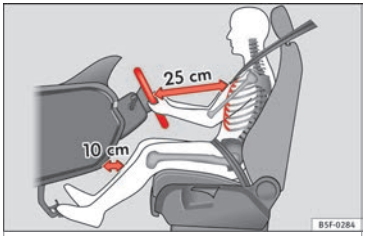
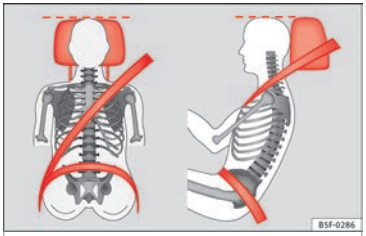

Fig. 80 The correct distance between the driver and the steering wheel must be at least 25 cm (10 inches).
Fig. 81 Correct belt web and head restraint positions
- Adjust the head restraint so that its upper edge is at the same level as the top of your head, or as close as possible to the same level as the top of your head and under no circumstances below eye level. Keep the back of your neck as close as possible to the head restraint ››› **Fig. 80** and ››› **Fig. 81**.
- Adjust the steering wheel so that there is a distance of at least 25 cm (10 inches) between it and your chest ››› **Fig. 80** and so that you can hold the steering wheel with both hands on the outside of the ring at the 9 o'clock and 3 o'clock positions with your arms slightly bent.
- Adjust the driver seat forwards or backwards so that you are able to press the accelerator, brake and clutch pedals to the floor with your knees slightly angled and the distance between your knees and the dash panel is at least 10 cm (4 inches) ››› **Fig. 80**.